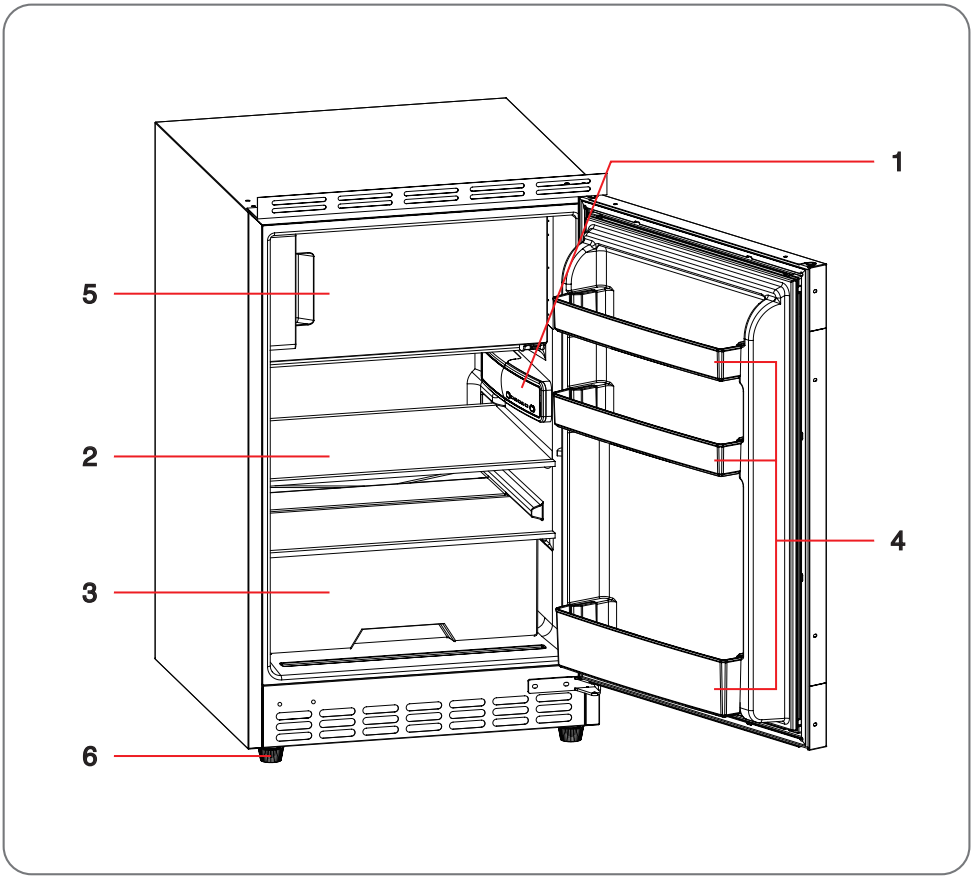

Fig. 4.1
- The temperature control panel is inside the appliance, at the centre (1, Fig.4.1).
- To turn on the appliance, press and hold the “Power” button (A) for 3 seconds; the indicator light will come on when the power is on.
- Press the “Adjust” button (B) to adjust the temperature inside the compartment, selecting a setting from “1” to “5” (C).